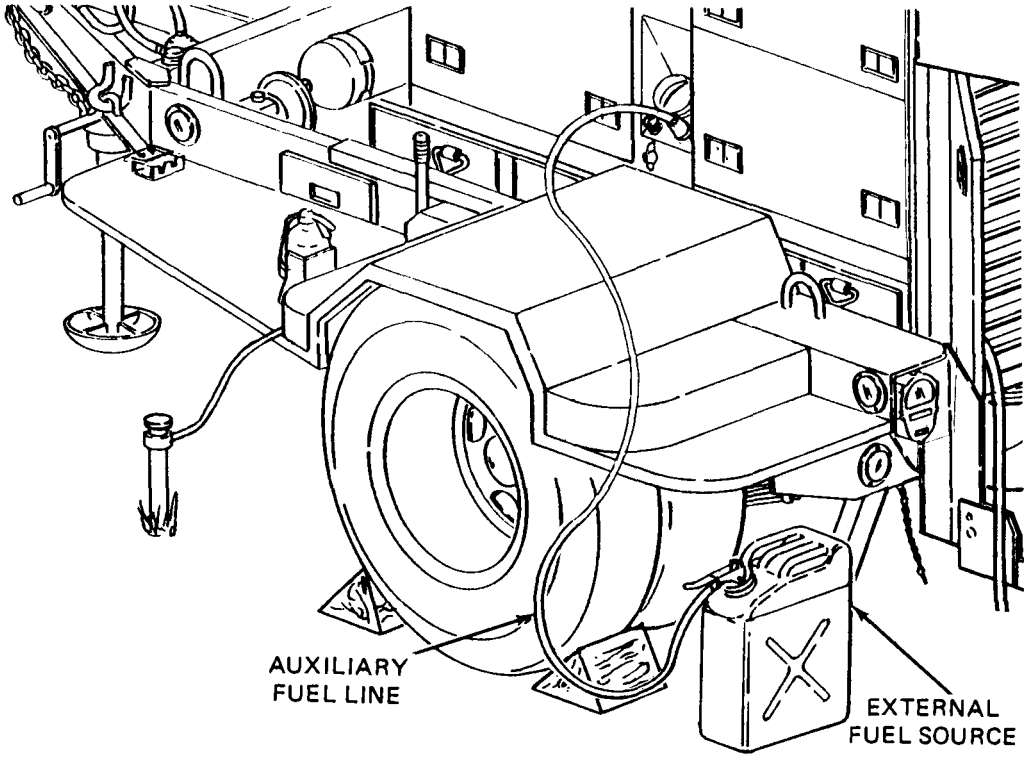

Figure 4-4. External Fuel Line Connection.
(3) Ground plate. Ground power unit to a metal plate buried four feet deep. Ground plate should cover a minimum area of nine square feet.
c. *External Fuel Line Connection. (See* figure 4-4). The power unit generator set can be fueled from an external source such as a five-gallon fuel can or 55 gallon drum. This eliminates the need for frequent refilling of the generator's fuel tank during long intervals of operation.
(1) Remove fuel can adapter and fuel pickup tube from storage locations on power unit and assemble by threading pickup tube into adapter.
(2) Thread one end of auxiliary fuel line onto fuel can adapter fitting and tighten.
(3) Connect free end of auxiliary fuel line to AUXILIARY FUEL CONNECTION. This connection is located next to the fuel filler above the trailer roadside fender.
(4) Insert fuel can adapter in external fuel source and secure by pressing down on lever.
(5) Set FUEL SELECTOR VALVE beneath fuel filler, to AUXILIARY position.